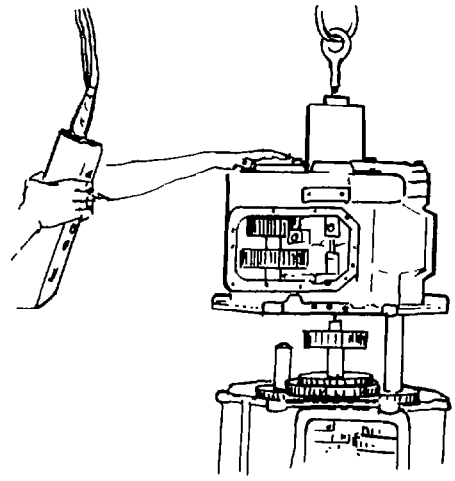

Fig. 202 — Positioning Rear Case Assembly
j. Apply a silicone sealer to the rear end of the front case and install the case-to-case gasket. Paint the rim of the gasket with sealer then lower the rear case assembly over the assembled countershafts (see fig. 202).